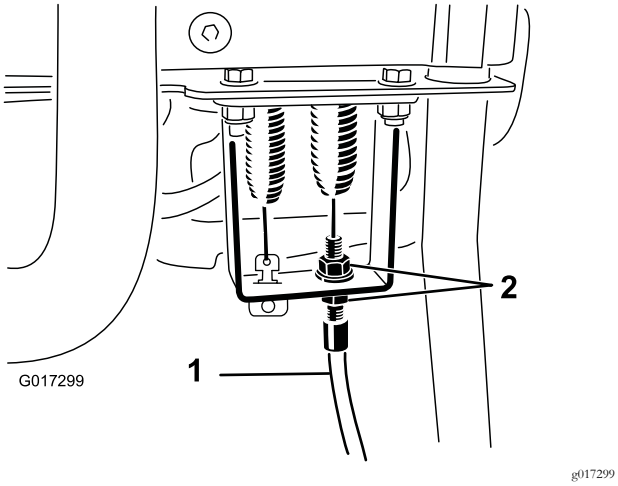

Rysunek 52
4. Przy przegrodzie uchwytu sterowania, poluzuj linkę sterującą wirnikiem aż do pojawienia się luzu w lince (Rysunek 52).